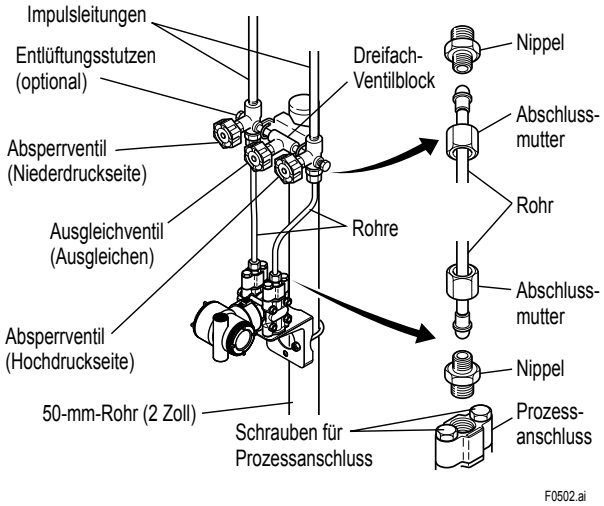

Abb. 5.2 **Dreifach-Ventilblock (Ausführung für Rohrmontage)**
■ Dreifach-Ventilblock für Rohrmontage (Abb. 5.2)